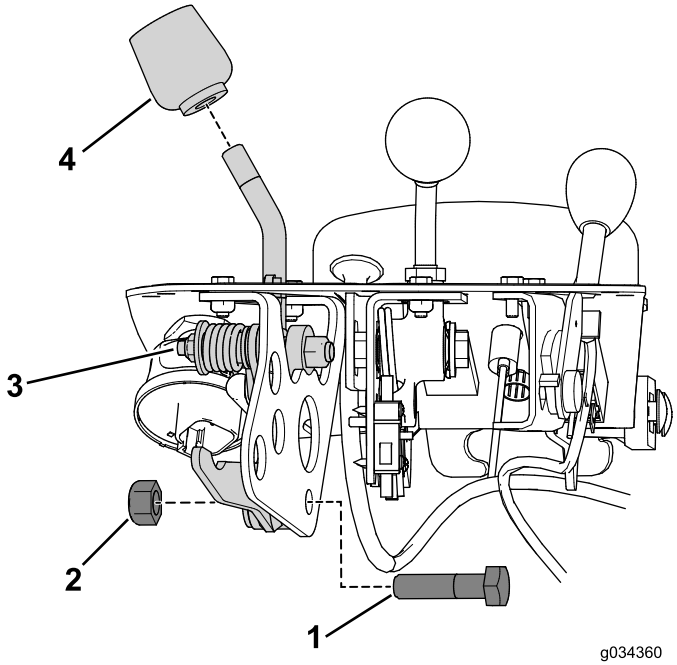

Figur 8
6. Fjern knotten fra styrespaken (Figur 8).
7. Fjern bolten og mutteren som fester styrespakenheten til styrespakbraketten (Figur 8).